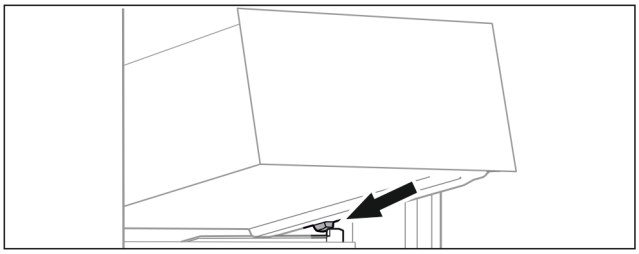

Fig. 167
- ▶ Așezați sertarul oblic în spatele opritoarelor pe nervura recipientului. (vezi Fig. 167)